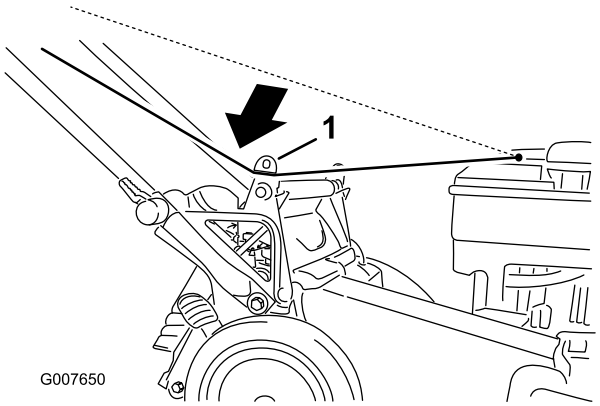

Figura 19
1. Avvolgete il cavo di avviamento attorno al guidacavo inferiore (Figura 19).